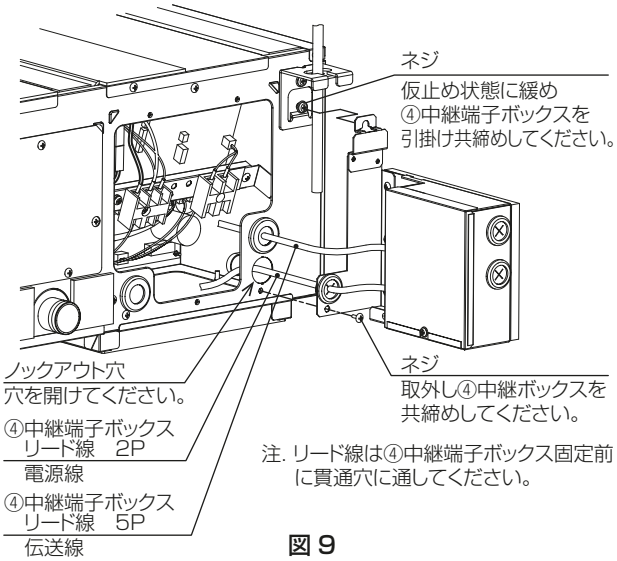

図 9
- 室内ユニット本体に④中継端子ボックスをネジ止めしてください。（**図 9**）